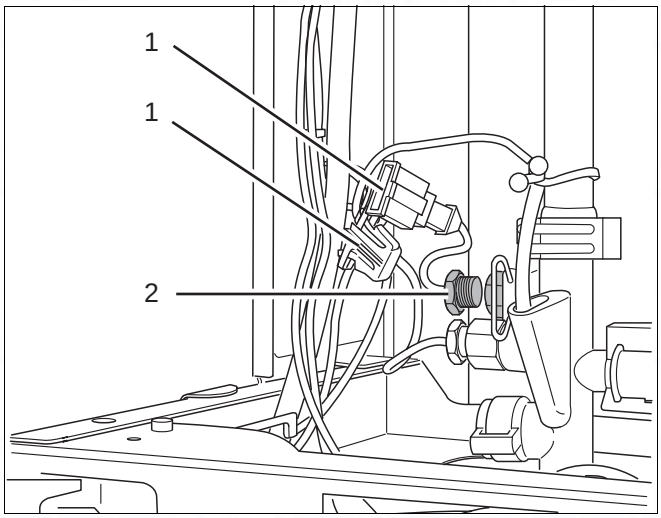

Fig. 68 600 Series 11S / 19S / 24S / 24C: Replacing the feed sensor
- Loosen the plug-in connection (fig. 68, item 1).
- Unscrew the sensor (fig. 68, item 2) and replace with a new unit.